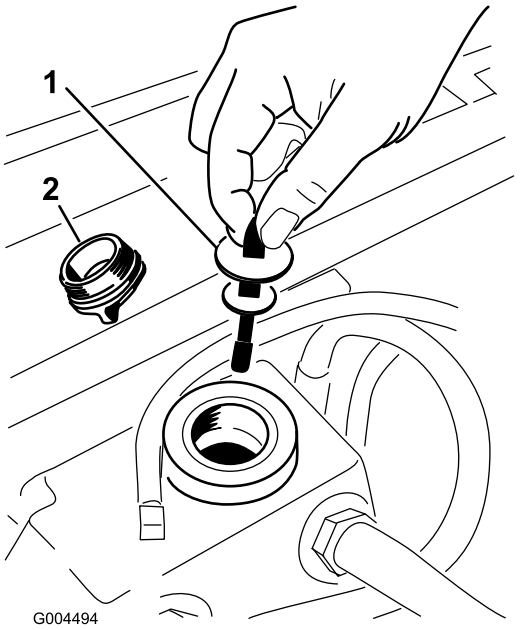

Figura 57
5. Togliete il tappo di riempimento del fluido idraulico dal collo del bocchettone (Figura 57).
6. Togliete l'asta di livello ed asciugatela con un panno pulito (Figura 57).
7. Inserite l'asta di livello nel collo del bocchettone, quindi estraetela e controllate il livello del fluido (Figura 57).